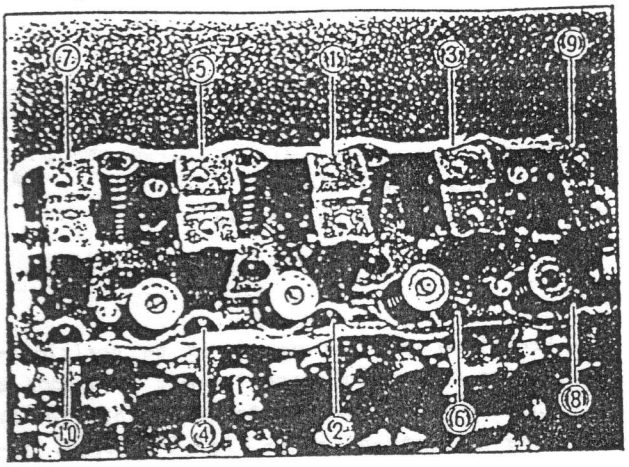

Fig. 3-6-34 Orden de apriete de los pernos de la culata
8) Instale la culata en el bloque de cilindros. Ajuste los pernos de la culata gradualmente con una llave dinamométrica siguiendo el orden indicado en la Fig. 3-6-34. Finalmente, ajuste todos los pernos hasta el par especificado.